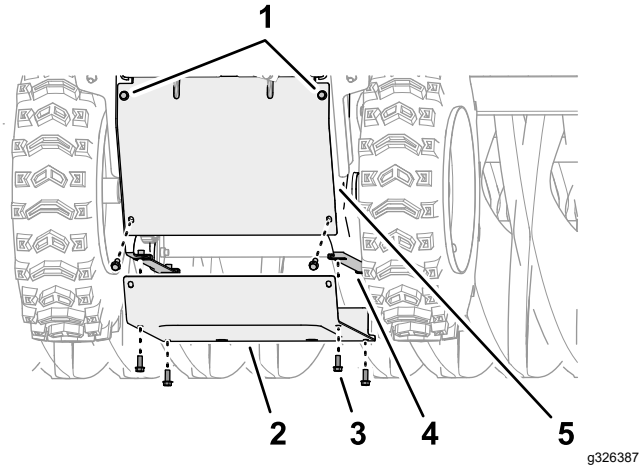

Figur 47
5. Løsn de 2 øverste flangehovedmaskinskruer (¼" x ⅝") på bagsiden af maskinen, der fastgør bagdækslet til maskinen (Figur 47).
6. Afmonter de 6 maskinskruer med flangehoved, (¼" x ⅝"), der fastgør bunddækslet til maskinen, og fjern dækslet (Figur 47).